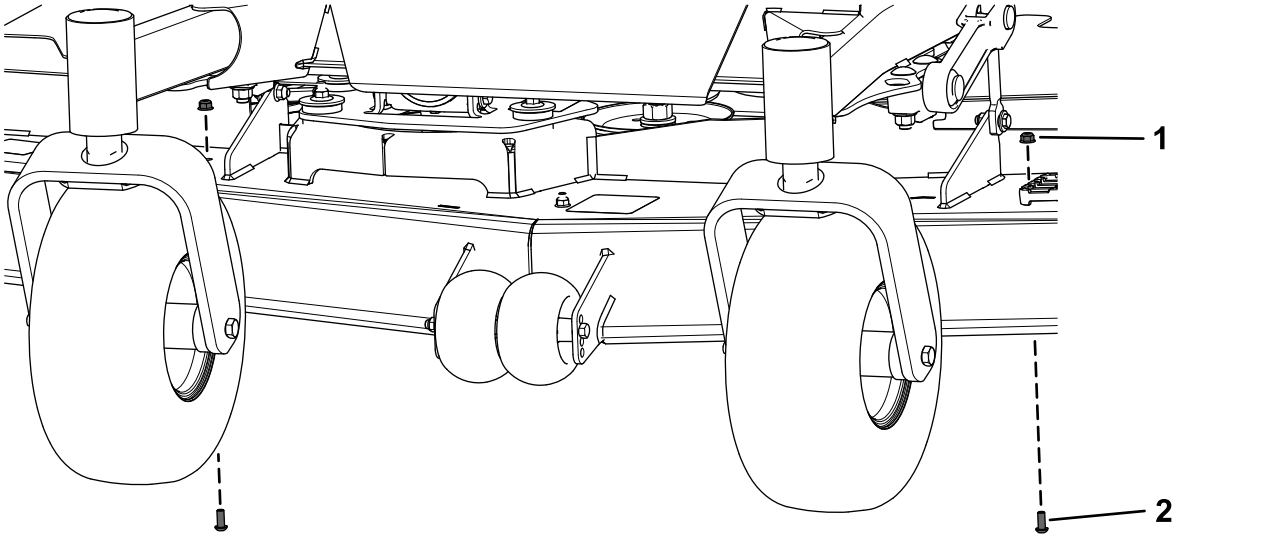

Figuur 14
2. Verwijder de 2 bolkopschroeven (5/16" x ¾") en 2 flensmoeren (5/16") van de voorkant van het maaidek (Figuur 14).